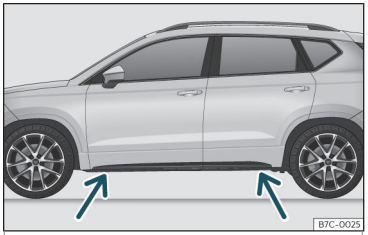

Fig. 33 Puntos de apoyo del gato.
- Busque en el larguero la marca del punto de apoyo del gato (zona hundida) más cercano a la rueda a cambiar ››› **fig. 33**.